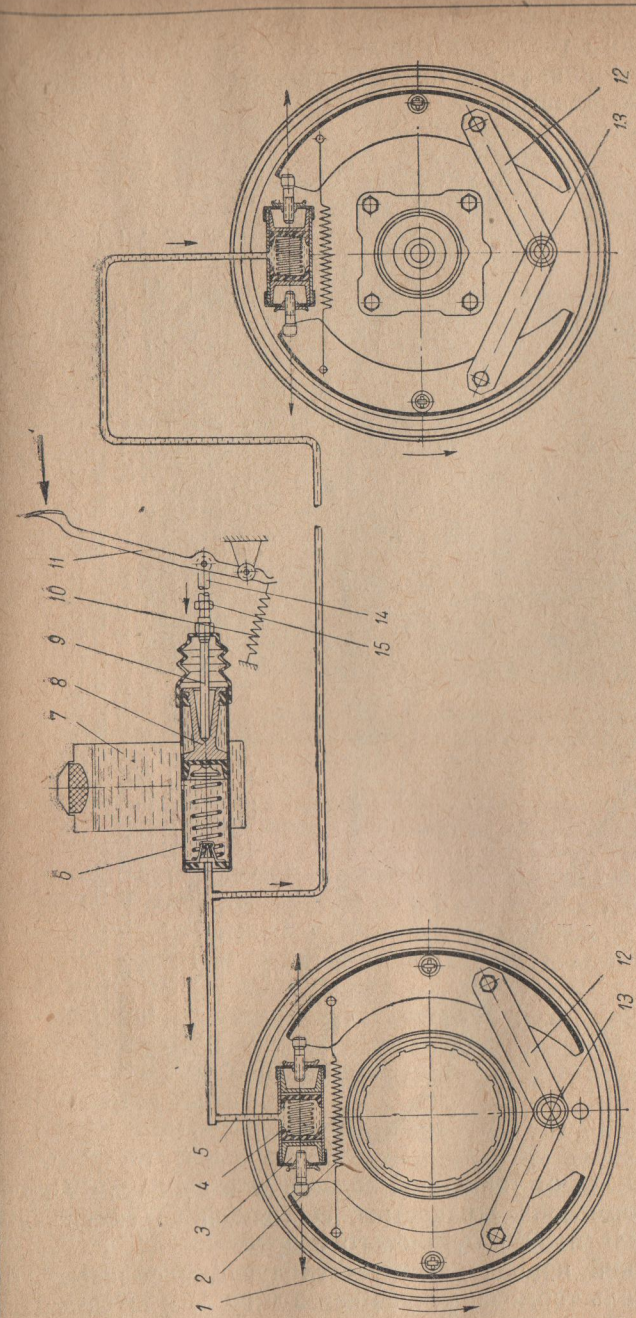

Рис. 55. Схема тормозных механизмов колес и гидравлического привода тормозов:
Тормозные механизмы передних и задних колес относятся к колодочному типу. Установка тормозных колодок на опорном щите тормоза осуществляется на одном упорном пальце и двух промежуточных звеньях. Схема тормозных механизмов колес и гидравлического привода тормозов показана на рис. 55. Шарнирная подвеска колодок облегчает полное прилегание трущейся поверхности колодки к тормозному барабану.
4) отверните открытым ключом контргайку *15* штока на несколько оборотов (см. рис. 55);
6) отрегулируйте длину тяги привода. Для этого, удерживая от вращения шток *9* (см. рис. 55) главного тормозного цилиндра ключом (около места крепления защитного резинового чехла), наверните тягу *14* на шток для увеличения свободного хода педали или выверните ее из штока, если свободный ход педали слишком велик. После регулировки отверстие в ушке тяги должно быть смещено вперед на 1,5—2,5 *мм* относительно пальца рычага педали (если перемещать рукой тягу со штоком вперед до касания штоком гнезда поршня *8* главного тормозного цилиндра);